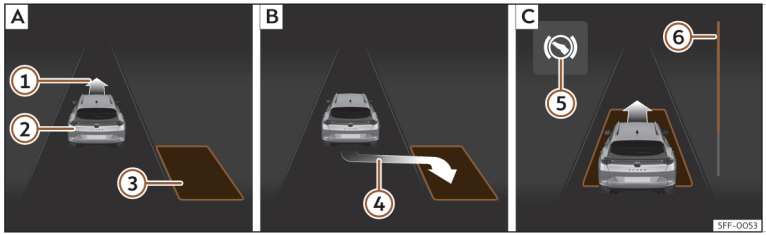
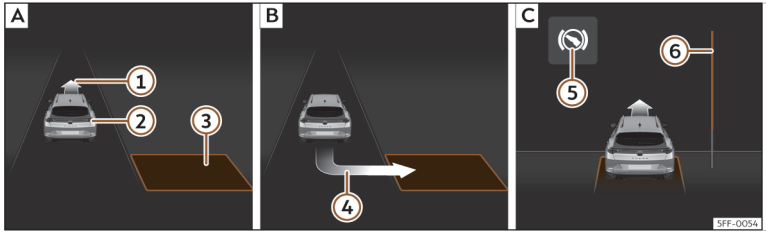

Fig. 152 En la pantalla del del cuadro de instrumentos: aparcar en línea. A: Buscar un hueco de aparcamiento. B: Posición para aparcar. C: Maniobrar.
Fig. 153 En la pantalla del del cuadro de instrumentos: aparcar en batería. A: Buscar un hueco de aparcamiento. B: Posición para aparcar. C: Maniobrar.
- Mire en la visualización de la pantalla del cuadro de instrumentos si se ha detectado el hueco como “apropiado” y si ha alcanzado la posición correcta para aparcar ››› **fig. 152** B o ››› **fig. 153** B. El hueco habrá sido considerado “apropiado” si en la pantalla del cuadro de instrumentos aparece la indicación de aparcar 4.
- Retroceda hasta que suene la señal continua del ParkPilot; **O BIEN:** retroceda hasta que en la pantalla del cuadro de instrumentos aparezca la indicación de dar marcha adelante ››› fig. 152 C o ››› fig. 153 C; **O BIEN:** retroceda hasta que en la pantalla del cuadro de instrumentos aparezca el mensaje **`Park Assist finalizado`**. La barra de progreso ⑥ indica la distancia que hay que recorrer.
- Dé marcha adelante hasta que suene la señal continua del ParkPilot; **O BIEN:** dé marcha adelante hasta que en la pantalla del cuadro de instrumentos aparezca la indicación de dar marcha atrás. El sistema de aparcamiento asistido dirige el vehículo marcha adelante y marcha atrás hasta centrarlo en el hueco ››› fig. 152 C o ››› fig. 153 C.
La barra de progreso ››› fig. 152 ⑥ y ››› fig. 153 ⑥ muestra simbólicamente en la pantalla del cuadro de instrumentos la distancia relativa que aún queda por recorrer. Cuanto mayor es la distancia, más llena está la barra de progreso. Al circular marcha adelante, el contenido de la barra de progreso disminuye hacia arriba, y al circular marcha atrás, disminuye hacia abajo.